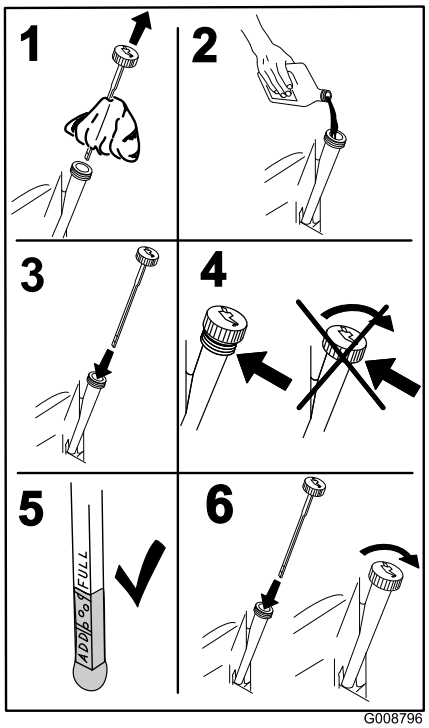

Figura 51
5. Vierta lentamente un 80% aproximadamente del aceite especificado por el tubo de llenado, luego añada lentamente el resto del aceite hasta que llegue a la marca **Full** (Figura 51).